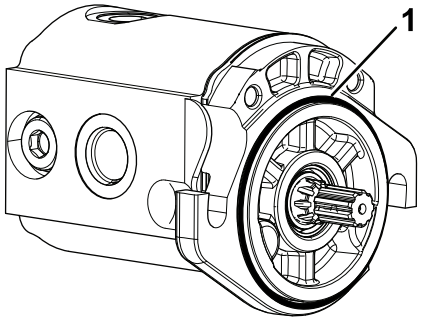

Rysunek 5
3. Załóż pierścień o-ring na silnik wrzeciona (Rysunek 5).